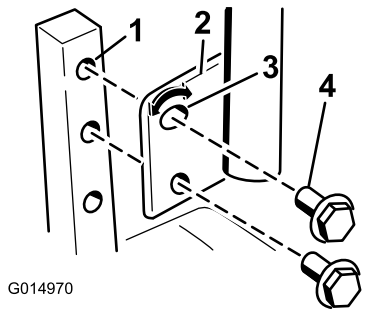

Figur 24
1. Fjern de to bolte, der fastholder håndtaget til styrearmsakslen (Figur 24).
3. Fastgør håndtaget med de to bolte (Figur 24).
2. Løsn den nederste bolt lige nok til, at håndtaget kan drejes foran eller bagtil (Figur 24). Stram begge bolte for at fastholde håndtaget i den nye position.